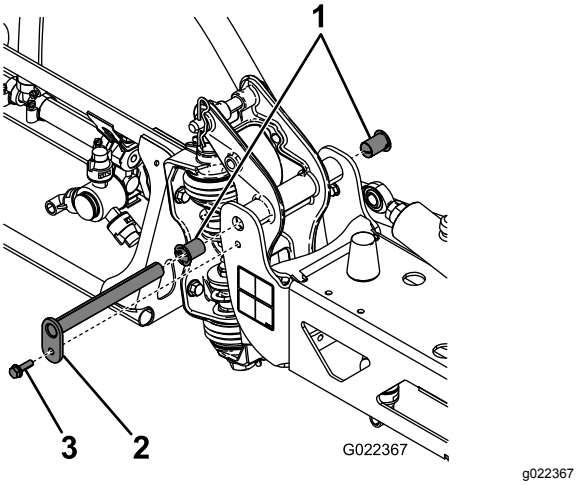

Figur 57
3. Når bommens vekt er støttet, fjern skruen og mutteren som fester svingbolten til bomenheten (Figur 57).
4. Fjern bolten og mutteren som fester svingbolten, og fjern bolten (Figur 57).
6. Fjern og kontroller nylonhylsene fra for- og baksidene på svingbraketten (Figur 57).
7. Plasser en liten mengde olje på nylonhylsene og monter dem på svingbraketten (Figur 57).
8. Monter bommen og svingbrakettenheten på den midtre rammen, og innrett hullene (Figur 57).